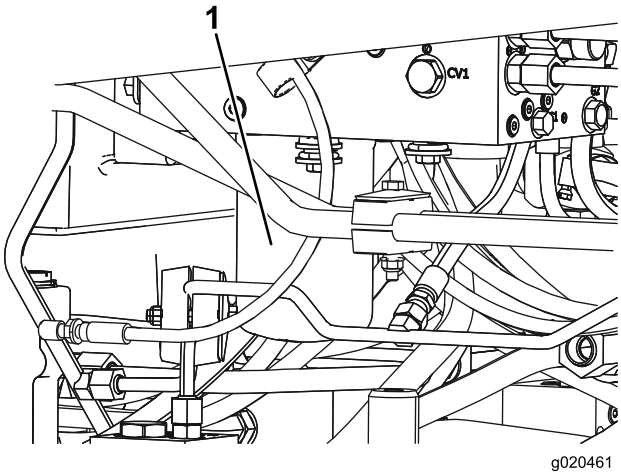

Figuur 70
5. Herhaal deze procedure bij het andere filter (Figuur 70).